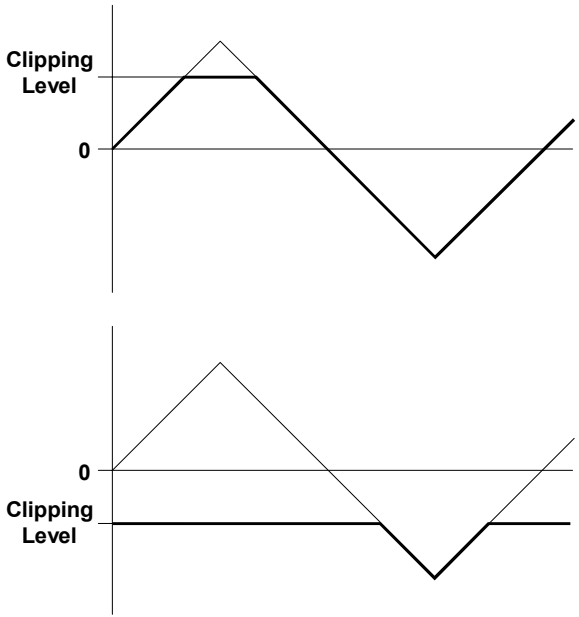

Abb. 1: zur Funktion des Clipping-Level's
② Clipping Level
Mit dem Regler ② legen Sie die **Höhe der Clipping-Schwelle** in einem Bereich von -10 V bis +10 V fest. Signalanteile im Eingangssignal, die **oberhalb** dieser Schwelle liegen, werden auf diesen Schwellenwert begrenzt (s. Abb.1).
③ CCV